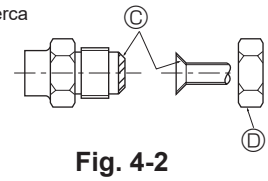

Fig. 4-2
4.2. Tubos de conexión (Fig. 4-1) (Fig. 4-2)
[Fig. 4-2]